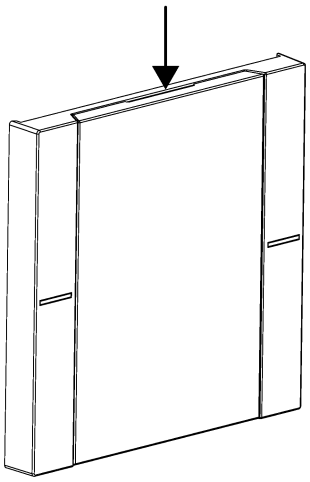

Bild 10: Kerbe der Beschriftungsfeldabdeckung ertasten
- Kerbe der Beschriftungsfeldabdeckung mit einem Finger ertasten (siehe Bild 10).